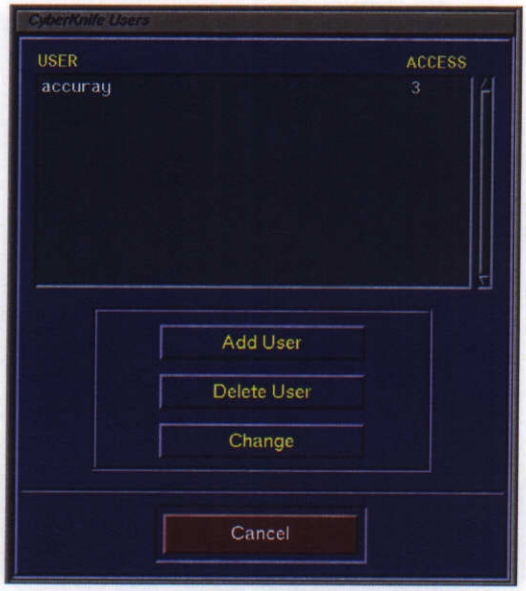

**Figure 2 CyberKnife User's Menu**
**Step 3.** Click the **USERS** item. The CyberKnife System menu disappears and the CyberKnife Users window (*Figure 2 CyberKnife User's Menu, page 2*) appears. A list of users is displayed in this window.